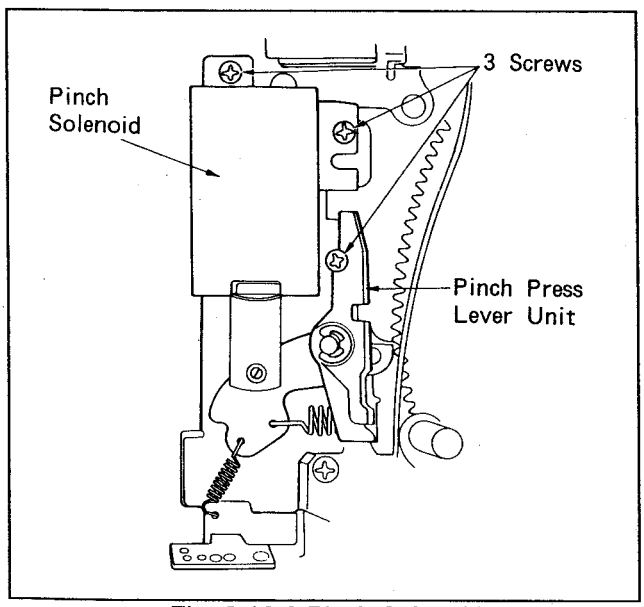

Fig. 6-12-2 Pinch Solenoid
3. Unscrew the 3 Screws and hand off the Pinch Solenoid as shown in figure 6-12-2.